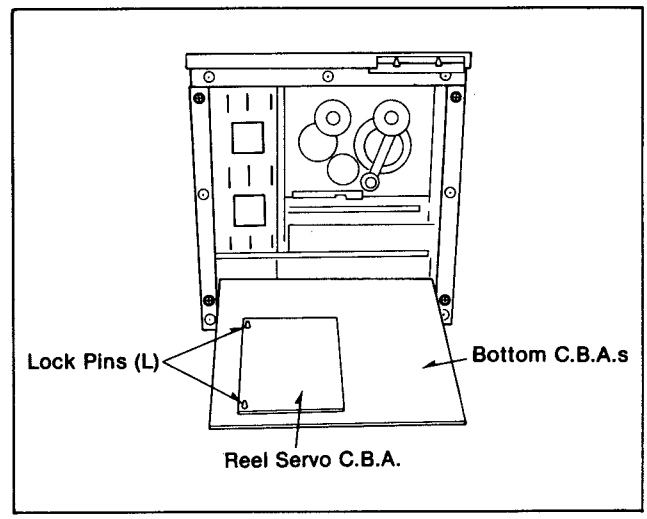

Figure D17
1. After opening of the Servo & Video C.B.As., unlock the 2 lock Pins (L) (Figure D17).